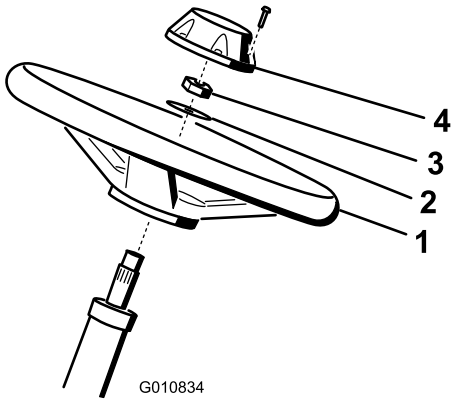

Figuur 5
1. Schuif het stuurwiel op de stuuras (Figuur 5).
2. Schuif de ring op de stuuras (Figuur 5).
3. Bevestig het stuurwiel op de as met een contramoer en draai deze vast met 27 tot 35 Nm (Figuur 5).
4. Plaats de dop op het stuurwiel en bevestig deze met de schroef (Figuur 5).